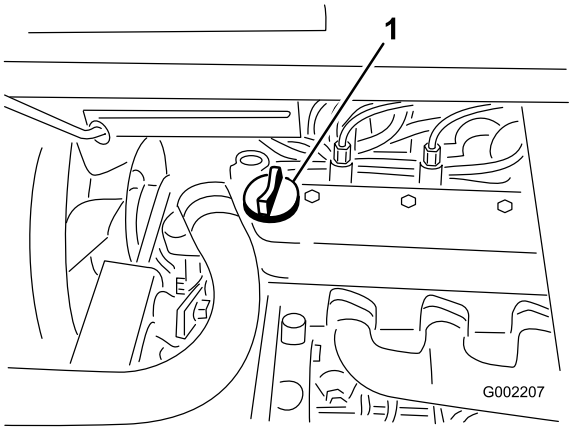

Bild 40
3. Wenn der Ölstand niedrig ist, nehmen Sie den Deckel des Einfüllstutzens von der Ventilabdeckung ab (Bild 40) und füllen Sie Öl auf, bis der Ölstand die Vollmarke am Peilstab erreicht. Angaben zur richtigen Ölsorte und zur Viskosität finden Sie unter Warten des Motoröls“. Gießen Sie Öl langsam ein und prüfen Sie den Ölstand häufig während des Füllens. Füllen Sie nicht zu viel ein.